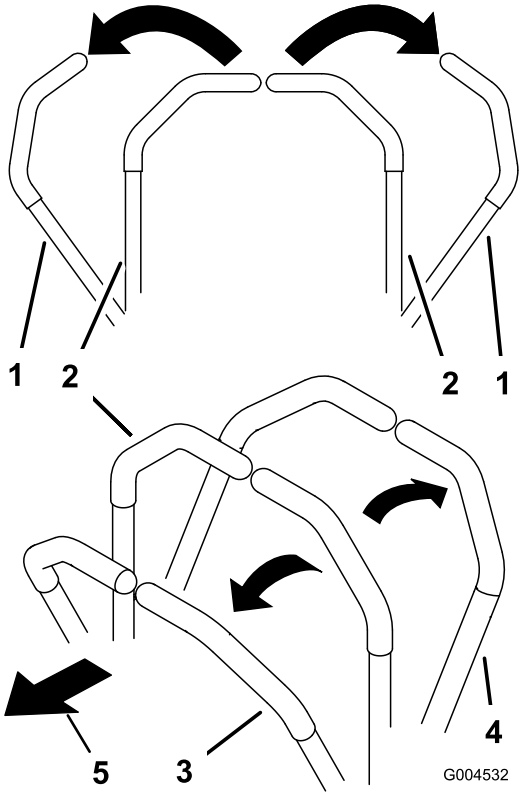

Figur 18
3. Kør fremad ved langsomt at skubbe bevægelseshåndtagene fremad (Figur 18).
Kør lige ud ved at påføre begge bevægelseshåndtag samme tryk (Figur 18).
Drej ved at flytte bevægelseshåndtaget mod neutral i den retning, du ønsker at dreje (Figur 18).
2. Bak ved langsomt at trække bevægelseshåndtagene bagud (Figur 18).
Drej ved at udløse trykket på bevægelseshåndtaget i den retning, du ønsker at dreje (Figur 18).